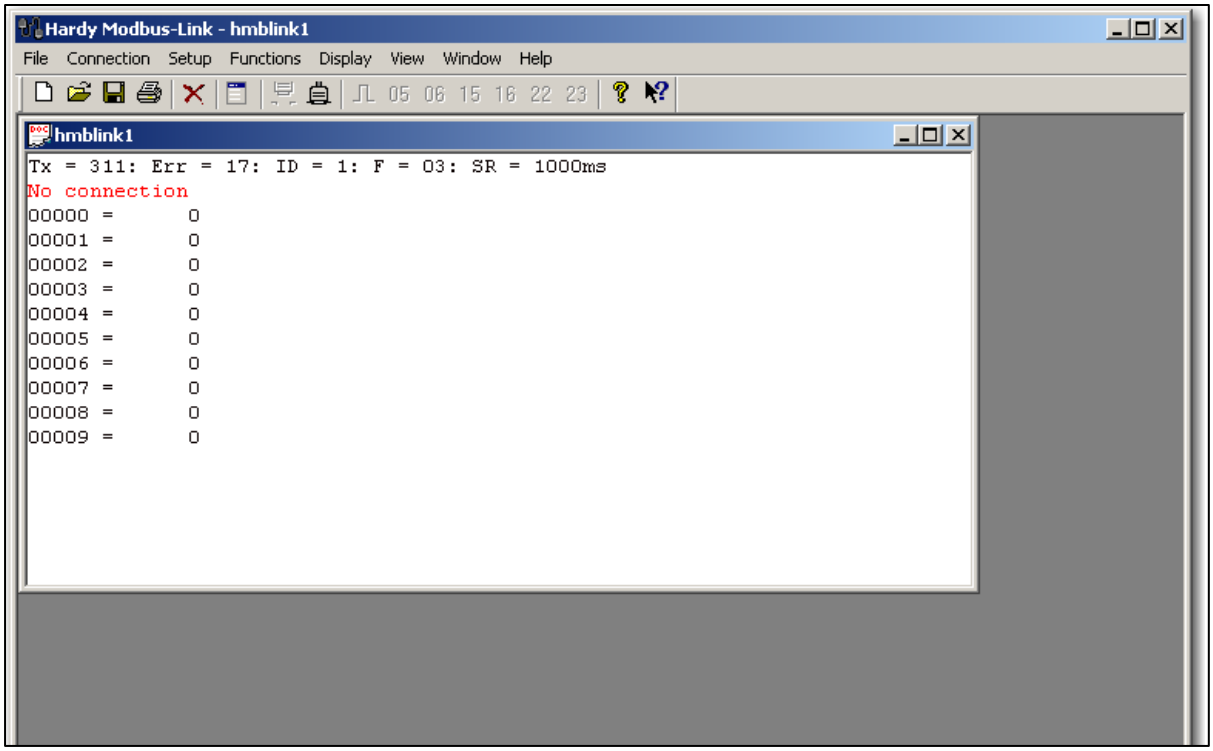

Figure 6-1. Hardy Modbus-Link Display
3. Double-click the Hardy Modbus-Link icon to open the Hardy Modbus-Link display (see Figure 6-1).